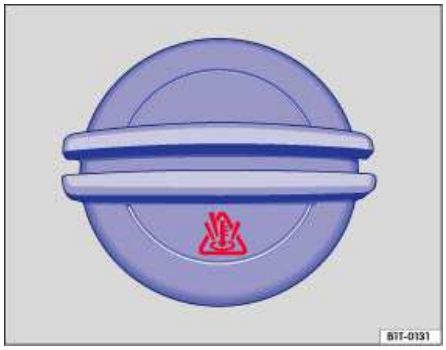

Fig. 153 Coolant expansion tank cap in the engine compartment.
- There is a symbol on the cap of the engine coolant expansion tank ⇒ fig. 153.